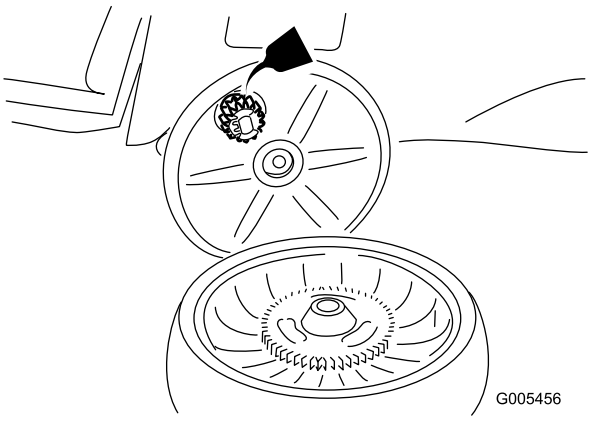

Figuur 28
2. Smeer olie op de tandwieloverbrenging zoals wordt getoond in Figuur 28.